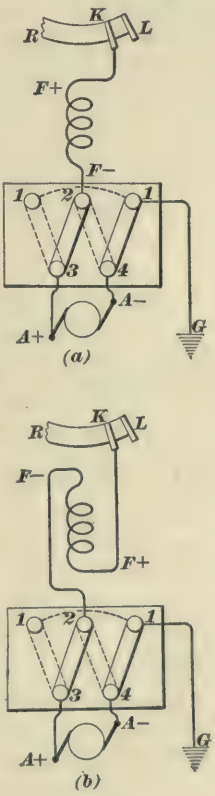

FIG. 5.
**6. Wrong Outside Connections.**— The motor fields are liable to wrong connections of two kinds, *outside* and *inside*. The outside ones have to do with the $F+$ and $F-$ leads that connect to the rheostat, and reverse switch, respectively; the inside ones have to do with an error in connecting together the field coils themselves. In Fig. 5 (*a*) and (*b*), the letters have the same meaning as usual.
In (*b*), the leads are supposed to have been interchanged by mistake, the top lead going to the reverse switch and the bottom lead to the rheostat. In this case, the current enters the field at the bottom lead and reverses the polarity of the field coil. For reasons that have already been taken up, the direction of rotation of the armature is reversed, and hence the direction of motion of the car for the given position of the switch blades is also reversed. The car then goes ahead when the reverse handle points back. To right matters, it is only necessary to cross the field or armature leads as in Fig. 5 (*a*).